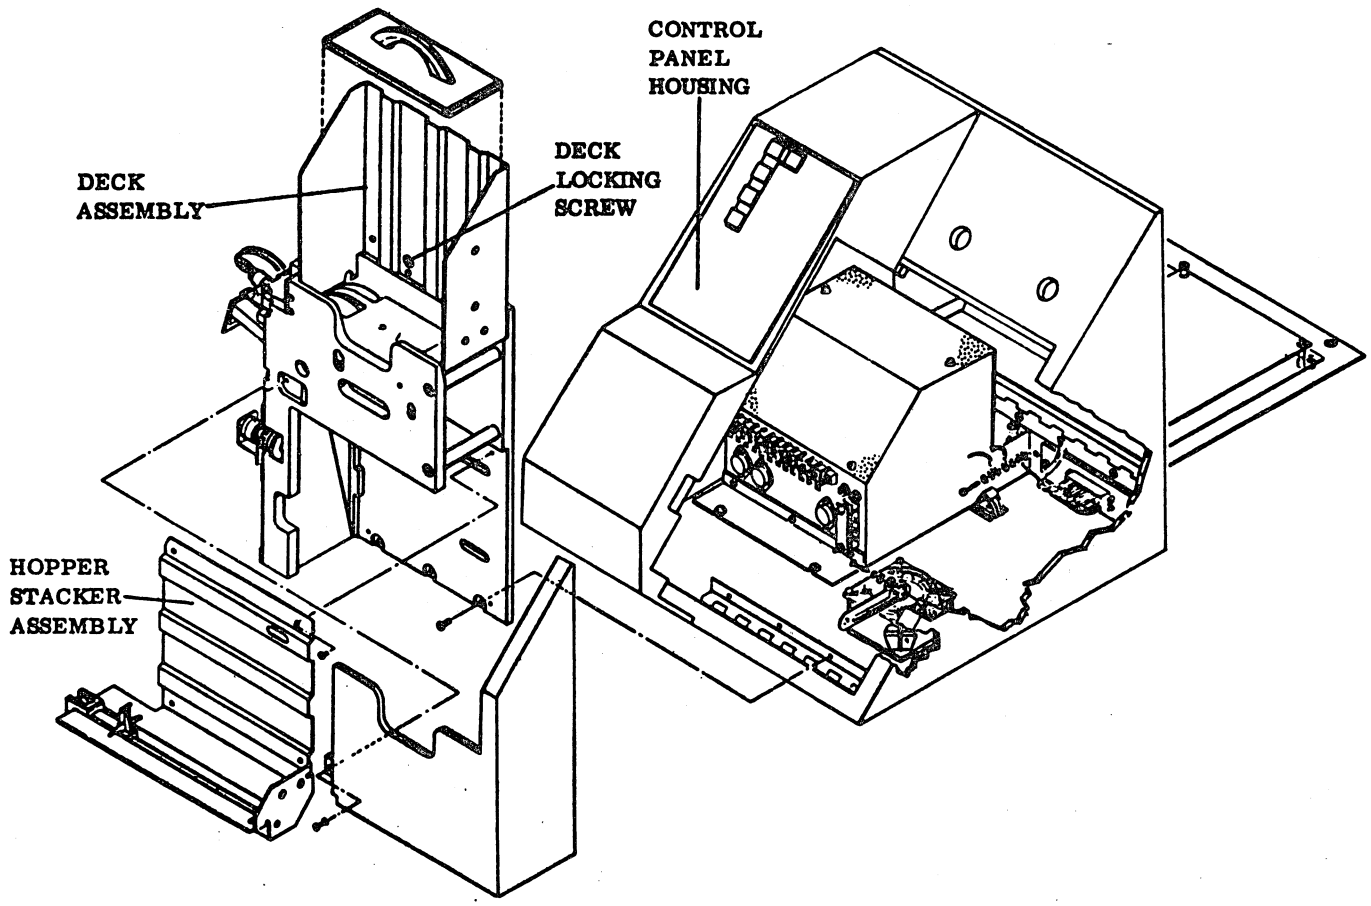

Figure 6D-12. Deck Locking Screw
23. Adjust potentiometer R10 on the amplifier card for the highest voltage reading or until the READ CHECK indicator is illuminated. Record the high reading (see figure 6D-13).